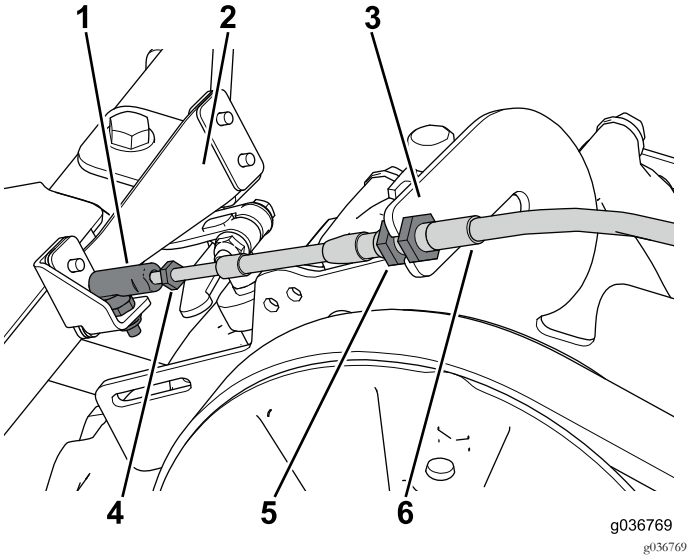

Figur 35
2. Skru kugleledsenheden på skiftekablet, og fastgør den til geararmenheden (Figur 35).